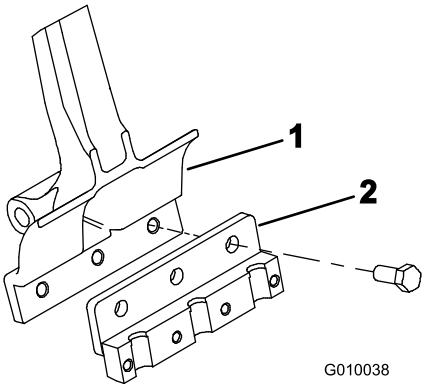

Figure 22
2. Montez un porte-louchets sur chaque bras d'aération avec 3 boulons (1/2 x 1-1/4") (Figure 22). Serrez les boulons à 101,6 Nm.